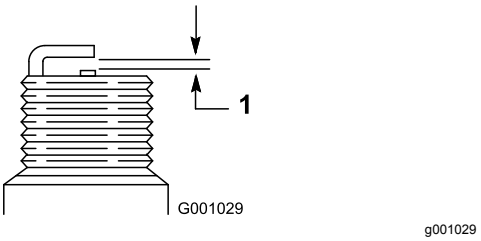

**Figur 46**
4. Indstil mellemrummet mellem elektroderne på et nyt tændrør til 0,76 mm som vist i Figur 46.